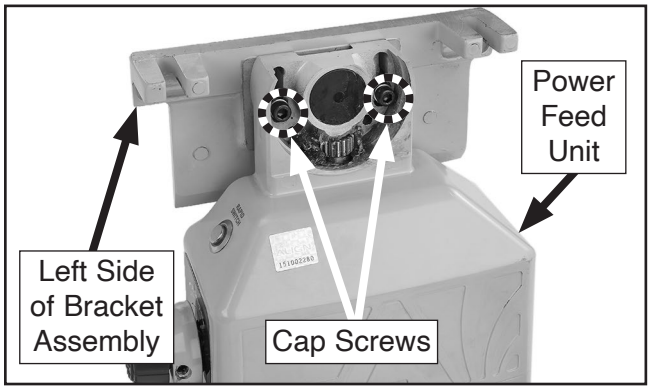

Figure 15. Left side of bracket assembly attached to power feed unit.
10. Attach left side of bracket assembly to power feed unit with (2) ¼"-20 x 1" cap screws and (2) ¼" flat washers (see **Figure 15**). Hand-tighten cap screws for now.
12. Move power feed unit until power feed gear teeth align with leadscrew gear teeth, then tighten cap screws from **Step 10** (see **Figure 15**).